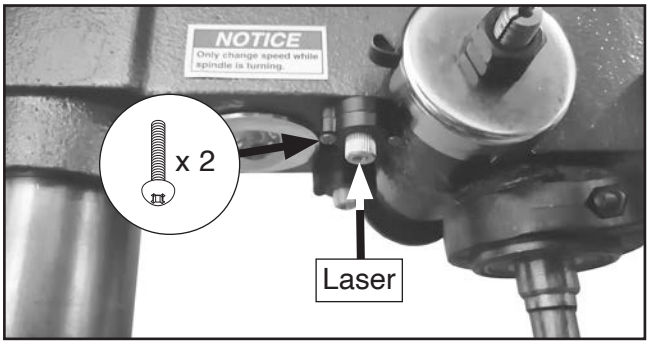
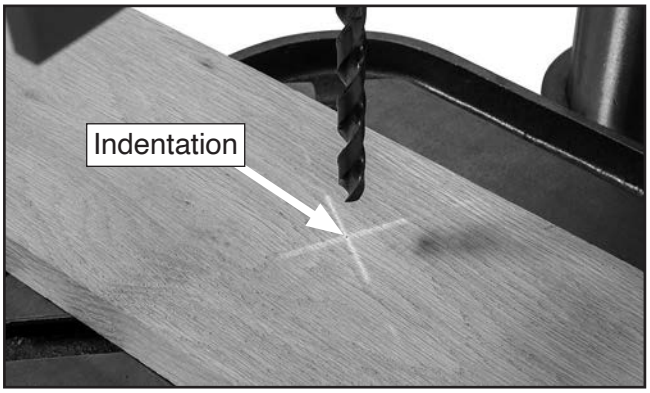

**Figure 34.** Laser adjustment components.
**Figure 35.** Crosshairs aligned with indentation on workpiece.
7. Loosen (2) Phillips head screws securing each laser seat then adjust lasers by hand (**Figure 34**), positioning them so crosshairs align with indentation you made earlier in surface of workpiece (see **Figure 35**).